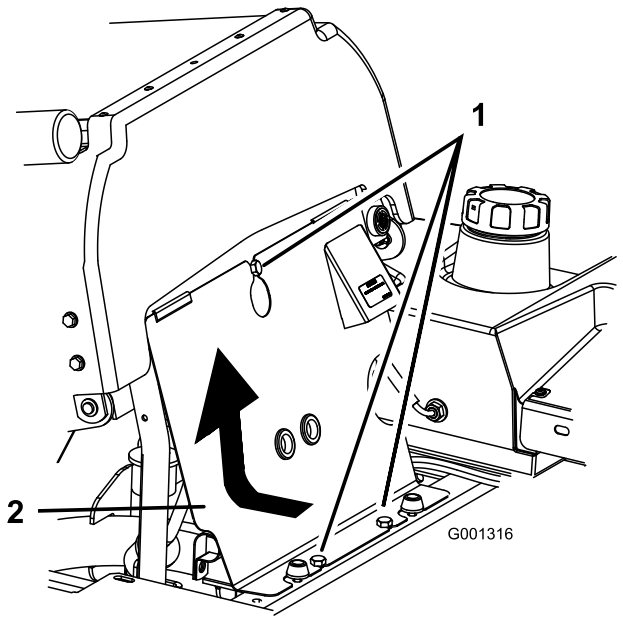

Figur 61
3. Vip sædet frem, løsn boltene, og fjern motorens frontpanel (Figur 61).